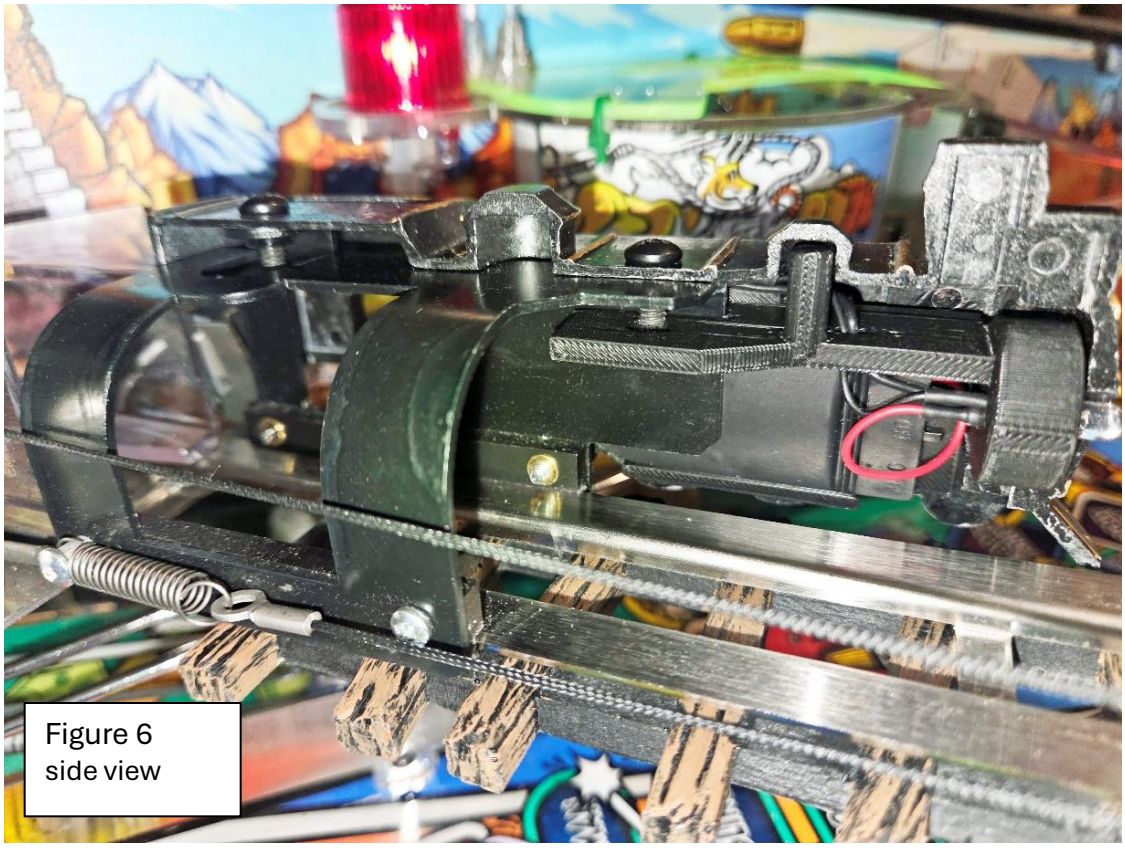

Figure 6
Step 7. Place the metal train you removed in step 4 back over the train light assembly and metal train frame. The post on the top of the train light assembly inserts into the metal train middle stack. The front light bezel inserts into the train nose. See figure 6. Re-insert the screws one at a time in the top of the metal train into the metal train bracket. This step may require slight adjustment of the light assembly on the train bracket while reinstalling the metal train body so it fits together properly.